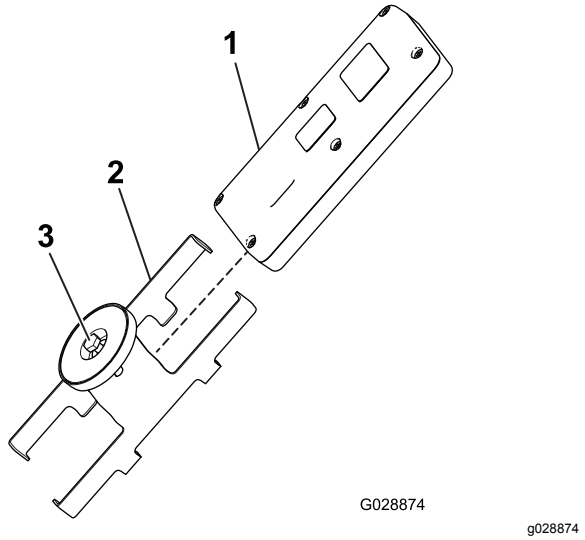

Figuur 36
1. Zet de bout in de magneet op de magnetische beugel van het bedieningspaneel los (Figuur 36).
2. Schuif de kanten van de beugel uit elkaar en verwijder de afstandsbediening (Figuur 36).
8. Monteer het bedieningspaneel in de magnetische beugel van het bedieningspaneel, schuif de helften samen om het bedieningspaneel te bevestigen en draai de bout in de magneet vast (Figuur 36).